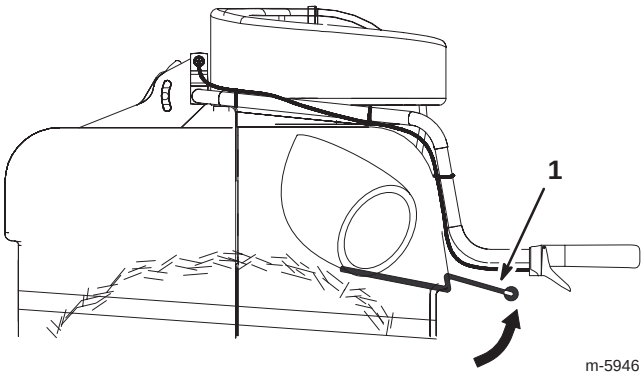

Bild 21
A. Heben Sie die Messlehre häufig an (Bild 21). Wenn Sie einen Widerstand spüren, weist dies darauf hin, dass der Kollektor voll ist und entleert werden muss.